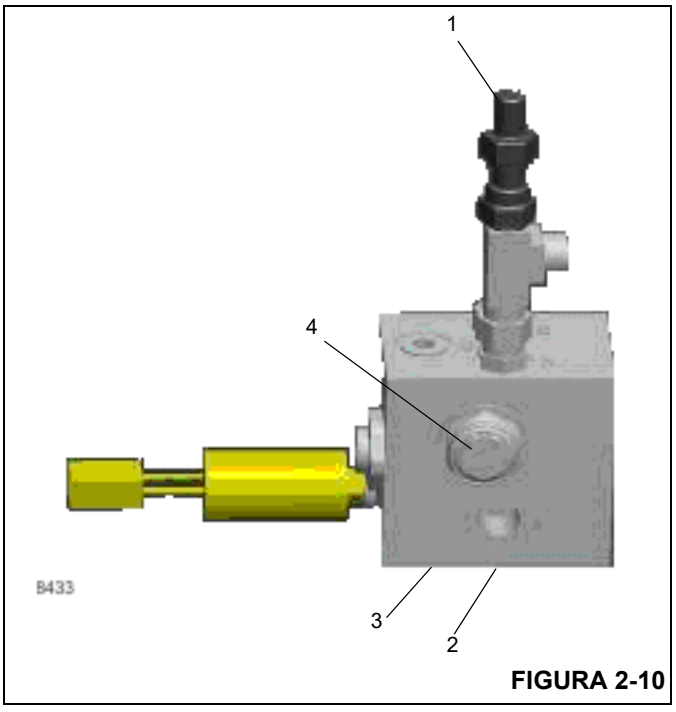

FIGURA 2-10
2. Instale um manômetro no orifício de teste de pressão "A1" da válvula de carga do acumulador duplo do freio de serviço (Figura 2-10).